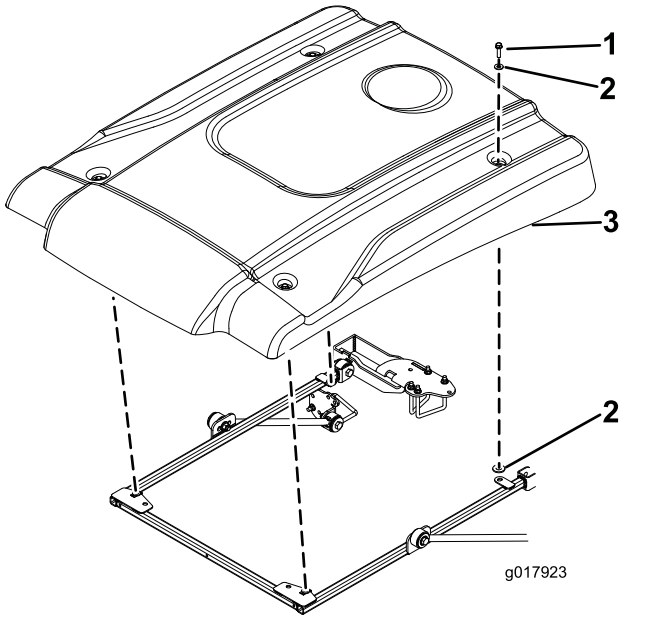

図 4
11. 図 4 に示すようにサンシェードをフレームに載せて、取り付け穴を整列させる。
12. サンシェードの各コーナー部をフレームに仮止めするフランジヘッドボルト5/16 x 1¼"1本と、小さいワッシャ2枚を使用する図 4。